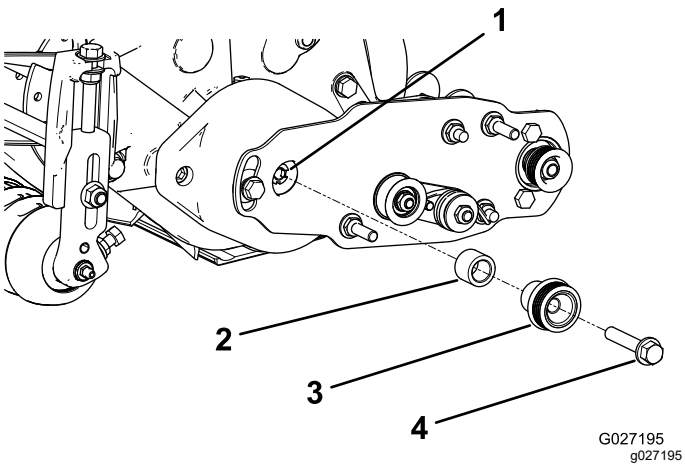

Figur 15
1. Før avstandsstykket inn på akselen i lagerhuset (Figur 15).
2. Sett drivremskiven inn i avstandsstykket og sett så på drivakselen (Figur 15).